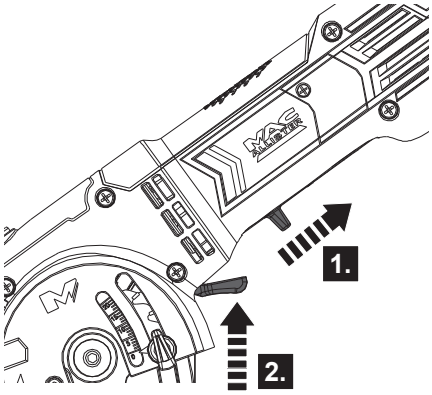

Fig. 8
> Tire del interruptor de encendido/apagado (2) y espere hasta que la hoja de sierra haya alcanzado la velocidad máxima (Fig. 8, paso 1).
> Presione el interruptor de bloqueo de seguridad (3) para desbloquear la protección y empuje lentamente la herramienta hacia delante a través de la pieza de trabajo sujeta de forma segura (Fig. 8).